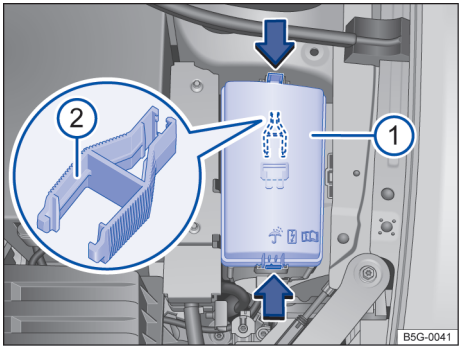

Fig. 167 No compartimento do motor: cobertura ① da caixa de fusíveis com pinça de plástico ②.
– Pressionar as travas no sentido da seta → Fig. 167 ①, para destravar a cobertura da caixa de fusíveis.
No lado interno da cobertura da caixa de fusíveis no compartimento do motor pode haver uma pinça de plástico → Fig. 167 ② para a retirada dos fusíveis.